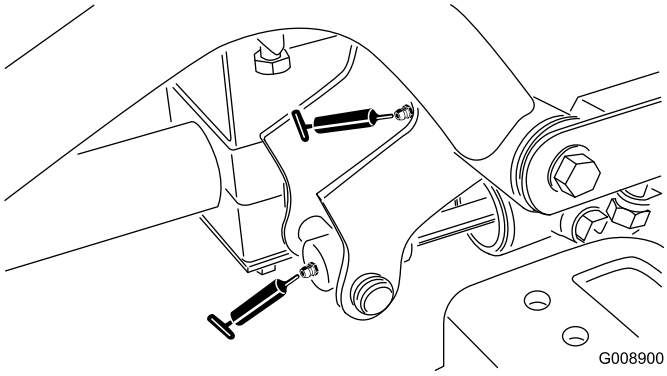

Figur 36
- Främre höger lyftarmstapp och lyftcylinder (2) (Figur 36)